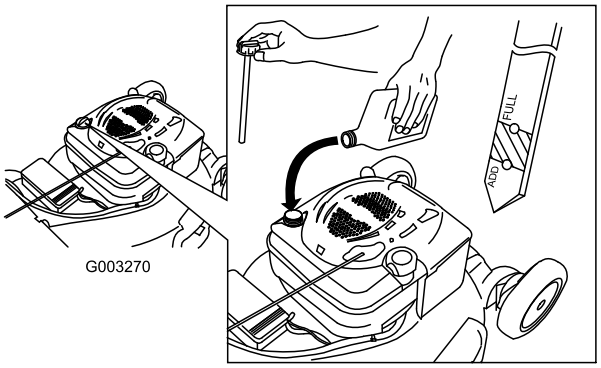

Figuur 37
4. Giet **langzaam** olie in de vulbuis totdat het peil de Vol-markering op de peilstok bereikt (Figuur 37). **Niet te vol vullen.** (Maximale vulhoeveelheid: 0,59 l, type: SAE 30 reinigingsolie, met onderhoudsclassificatie SF, SG, SH, SJ, SL van het American Petroleum Institute [API] of hoger).